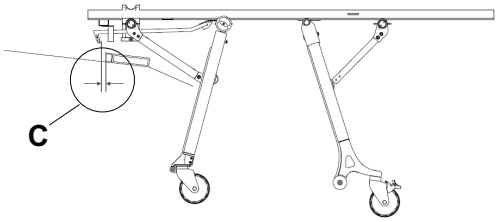

Figura 15 – Spazio tra il gancio di sicurezza e la piastra di presa
- Lo spazio orizzontale (C) tra il gancio di sicurezza e la piastra di presa deve essere sufficiente per scaricare (Figura 15)